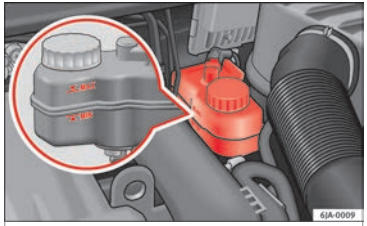

Fig. 209 Engine compartment: brake fluid reservoir.
– Check the brake fluid level in the reservoir ››› Fig. 209. It should be between the “MIN” and “MAX” marks.